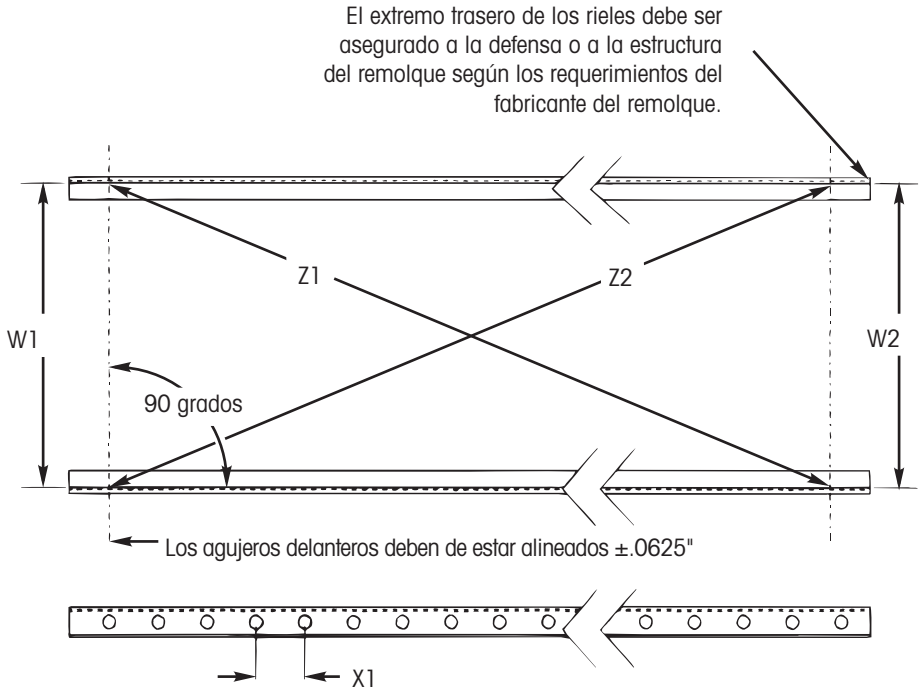

Figura 73. Espaciamiento y diagonales de los rieles
3. Usando el mismo instrumento de medición, mida el espaciamiento de los rieles en la ubicación más delantera y trasera. Ajuste los rieles según se requiera para alcanzar el mismo espaciamiento (Figura 73) que iguala la dimensión de claro especificado del riel localizado en el dibujo de ensamble del deslizable (suministrado con el sistema deslizable). Asegúrese que su especificación de claro de rieles corresponda a su espaciamiento del riel en la Figura 72.
4. Utilizando el mismo instrumento de medición, mida ambas diagonales de los rieles (de centro de agujeros) (Figura 73). Si las diagonales no son iguales, ajuste según de requiera. Medidas "W" y "Z" iguales ubicaran los rieles correctamente, garantizando espaciamiento de rieles paralelos y alineación de agujeros coaxiales.
2. Vuelva a verificar el espaciamiento de los rieles (Figura 73).